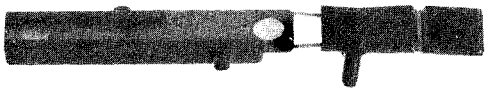

Fig. 22 — Cap Post Binding Number 4104
4.17 The Cap, Post, Binding Number 4104, Fig. 22 consists of a red plastic insulator detail designed to protect a pair of terminals on the Jumper Wire Interface (JWI) Connector Module for use with Serving Area Concept. (SAC).